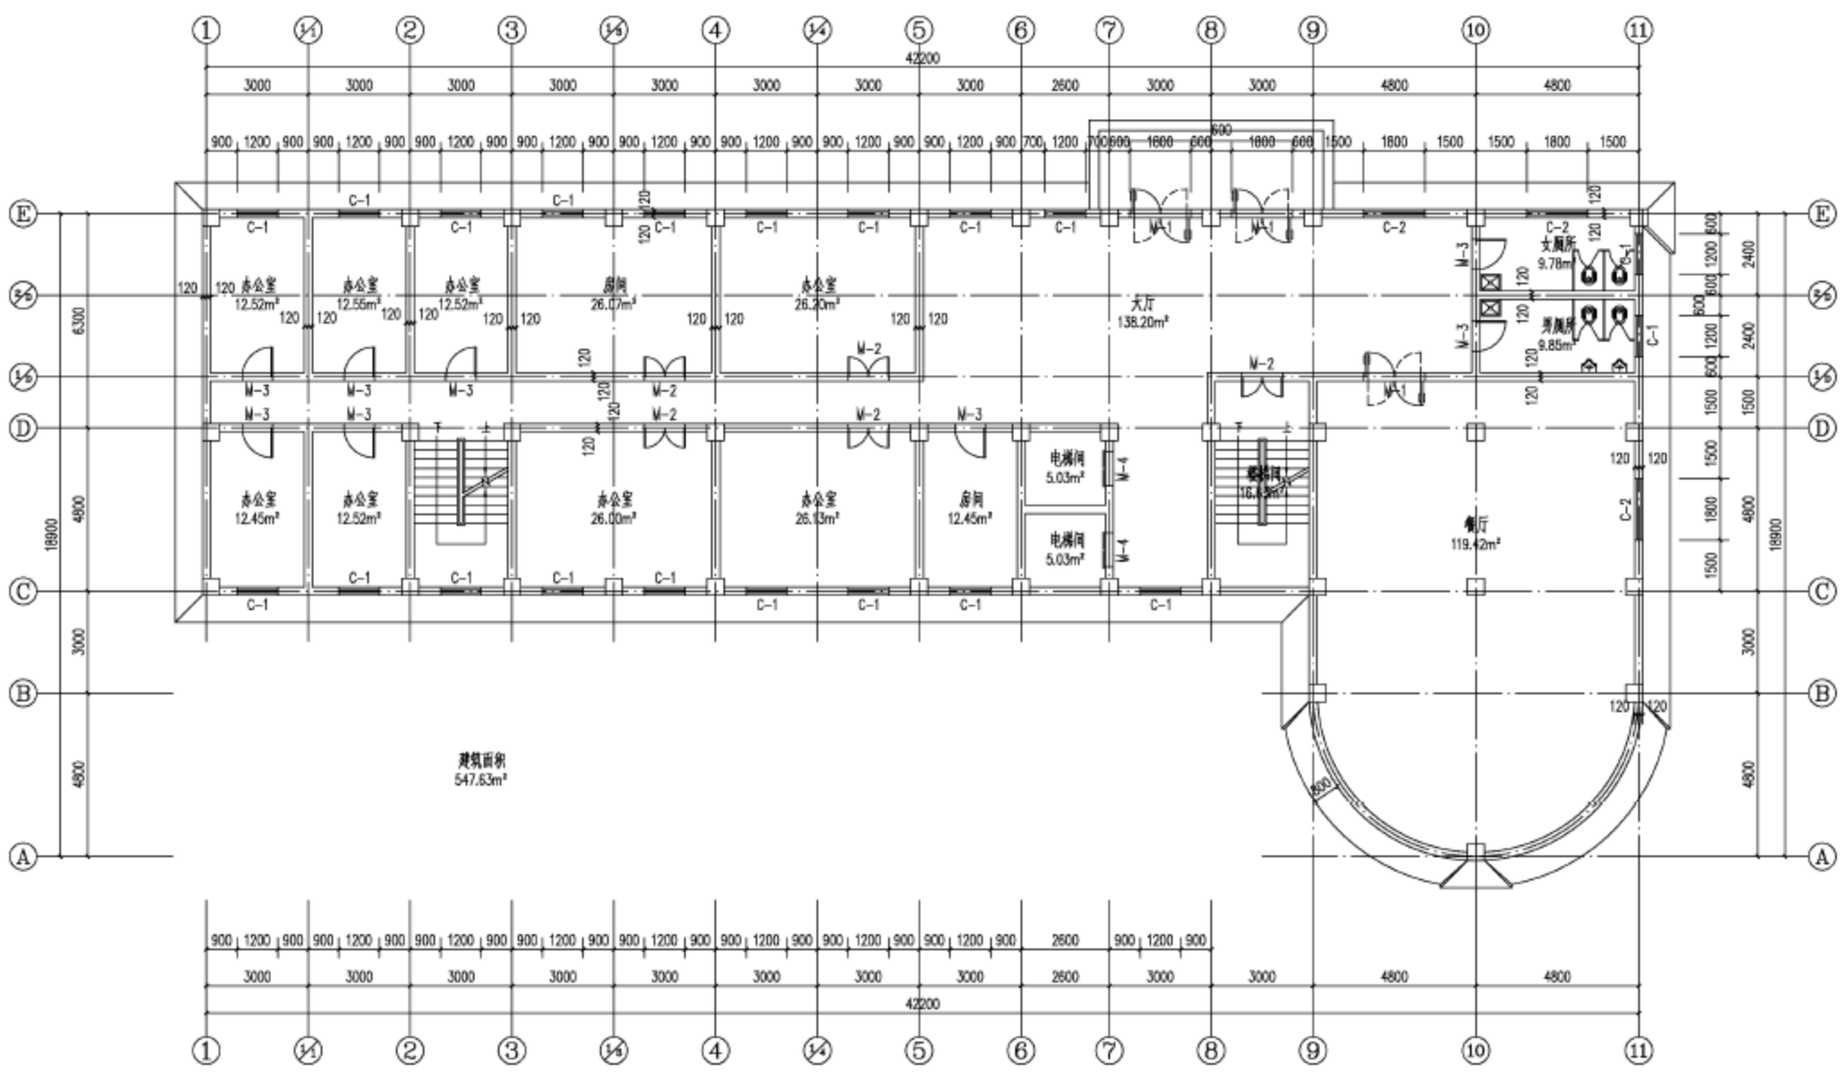

图 17-67　墙厚标注
(2) 完成外侧的门窗尺寸标注后对墙体进行墙厚标注,可以通过“墙厚标注”命令,按照命令行提示选择需要标注厚度的墙体,即可完成操作,最终形成的墙厚标注形式如图 17-67 所示。